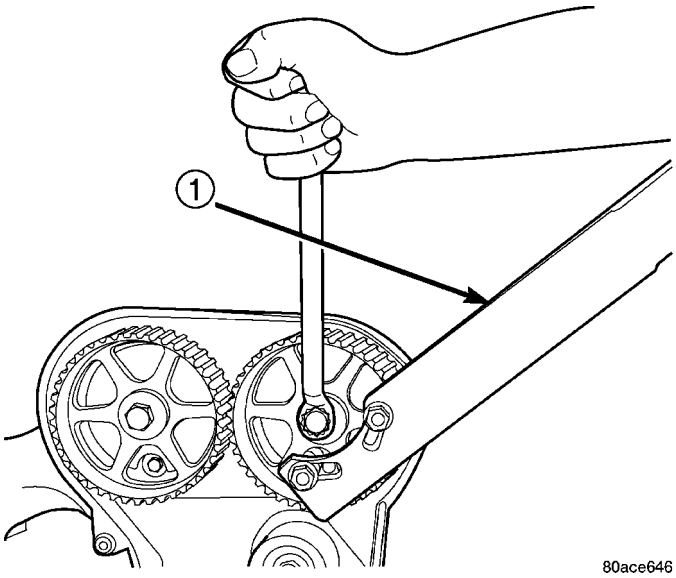

Fig. 122 Camshaft Sprocket - Removal/Installation
(1) Disconnect negative battery cable.
(2) Remove timing belt (Refer to 9 - ENGINE/VALVE TIMING/TIMING BELT AND SPROCKETS - REMOVAL).
(3) Hold camshaft sprockets with Special Tool 6847 while removing center bolts (Fig. 122).
(1) Install camshaft sprockets. Hold camshaft sprockets with Special Tool 6847 while tightening center bolts to 115 N·m (85 ft. lbs.) (Fig. 122).
(2) Install timing belt (Refer to 9 - ENGINE/VALVE TIMING/TIMING BELT AND SPROCKETS - INSTALLATION).
(3) Connect negative battery cable.